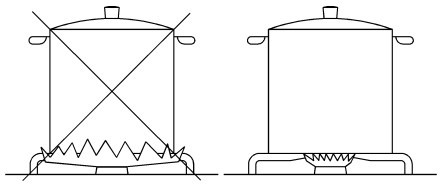

**AFB. 2**
- Gebruik voor elke brander geschikte kookpannen (zie onderstaande tabel en afb. 2).